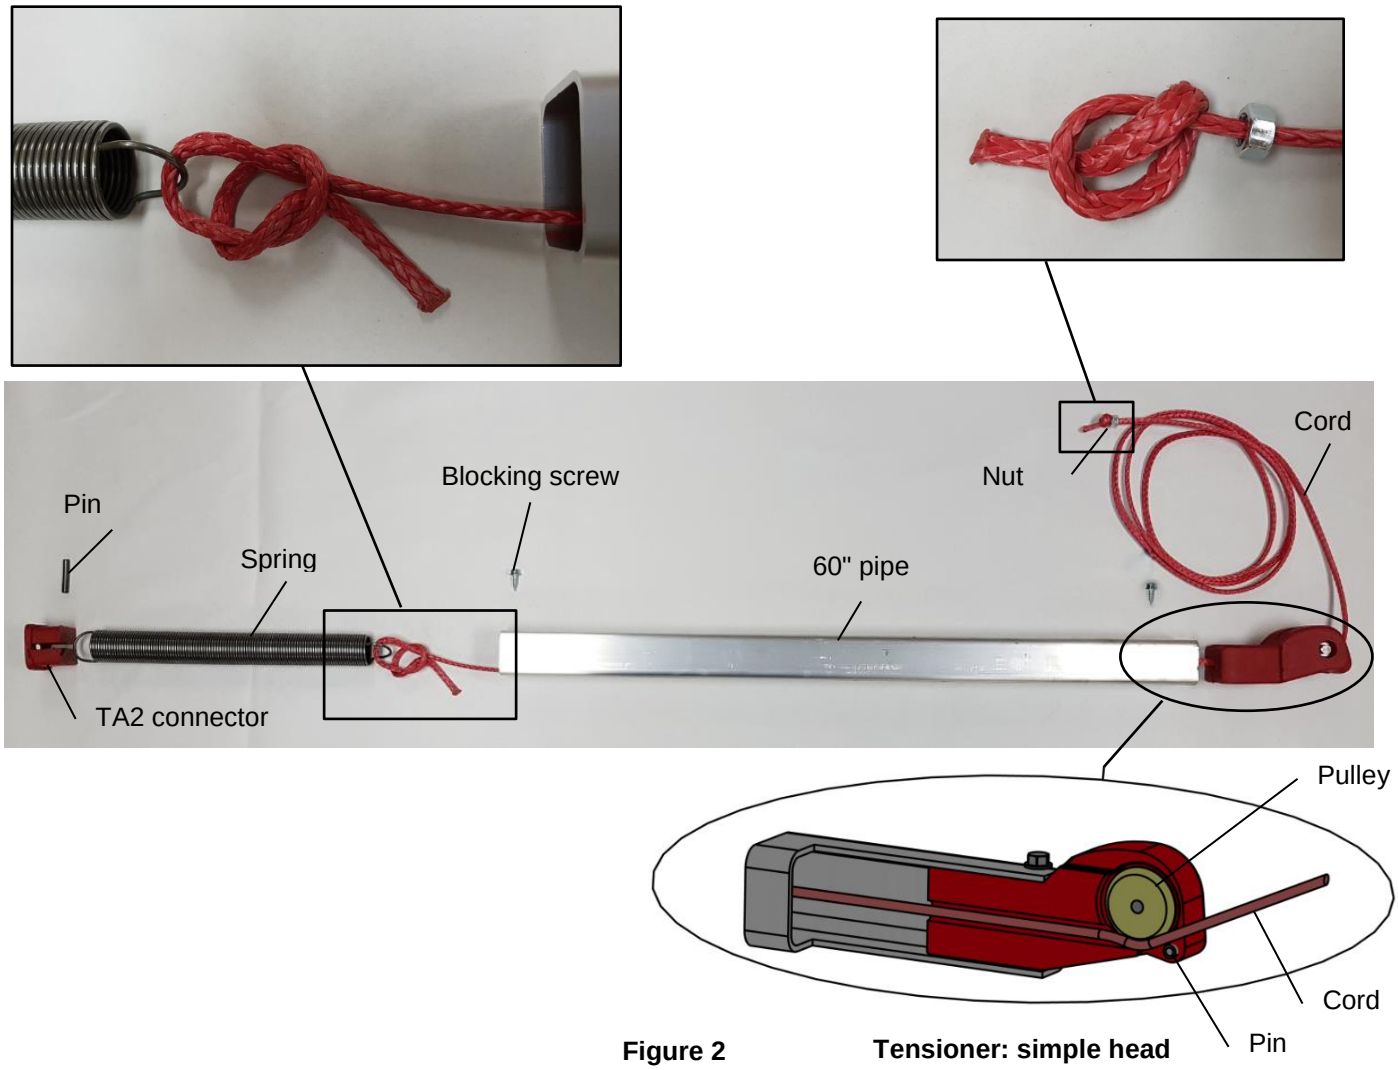

Figure 2 **Tensioner: simple head**
1. Cable 12' long • If cable is shorter it indicates it is damaged or cut.	**2. End node attached to spring** • Is the knot undone? • If yes: refer to figure 2 to know how to attach it back to the spring.
5. **Figure 2.** Insert the cord between the pin and the pulley from the tensioner head and attach the spring cable by making a sliding knot.